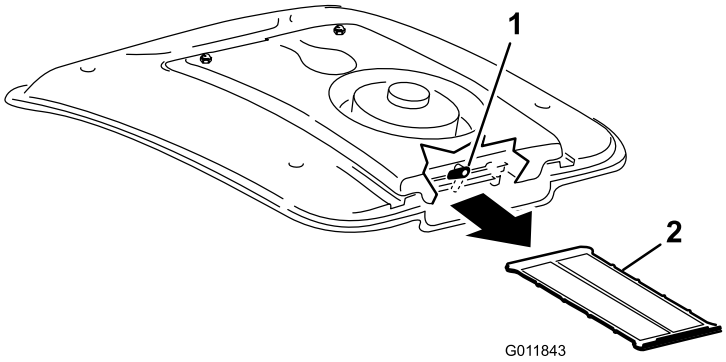

**Figur 74**
2. Drej låsen ud til siden på bagsiden af ventilatorsamlingen (Figur 74).
3. Skub airconditionfilteret ud under airconditionanlæggets kølespiral (Figur 74).
4. Rengør filteret grundigt med trykluft (Figur 74).